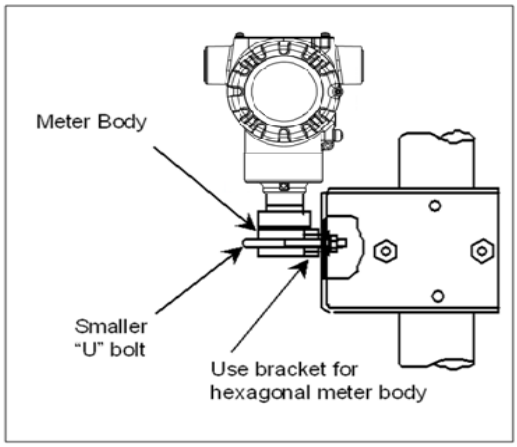

Figure 3: LGP and LAP models
- Existing mounting bracket, see Figure 3
In-line GP and AP (LGP model) or GP/AP Remote Seal	Use smaller "U" bolt provided to attach meter body to bracket. See **Figure 3**.